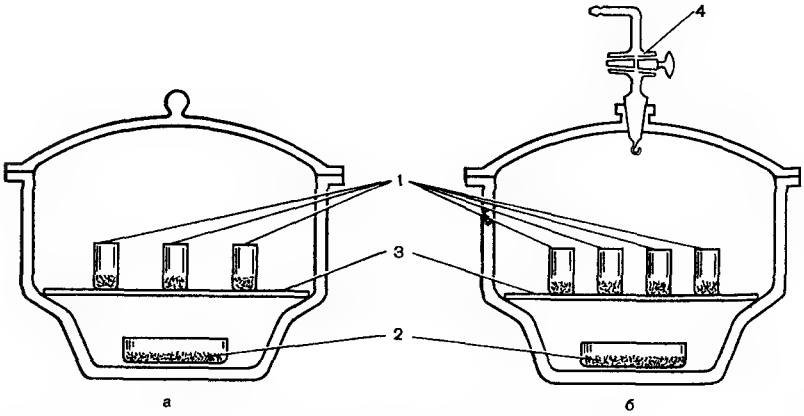

Рис. 20.15. Обычный (а) и вакуумный (б) эксикаторы
Под **высушиванием** понимают удаление не только воды, но и остатков органических растворителей. Твердые органические вещества сушат на воздухе или в электрических сушильных шкафах, если вещество устойчиво к действию повышенной температуры. Вещества, чувствительные к влаге воздуха, высушивают в эксикаторах при обычном давлении или в вакууме (рис. 20.15). В качестве осушителей в эксикаторах используются: оксид фосфора (V), безводный хлорид кальция, серная кислота, твердые щелочи, силикагель и др.